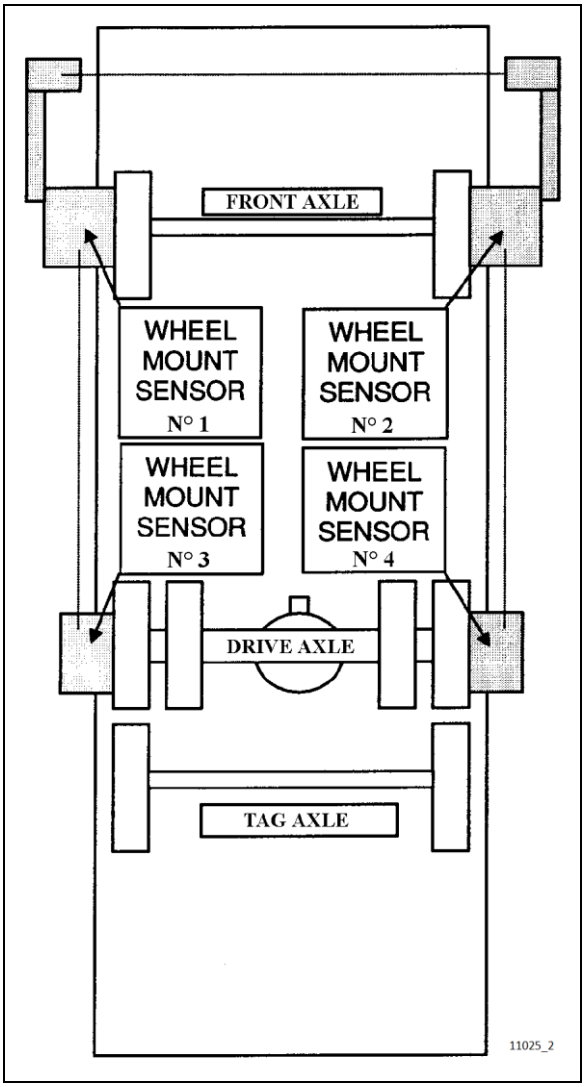

FIGURE 7: FRONT & DRIVE AXLE ALIGNMENT 11025
3. Install wheel mount sensors on front and drive axles (Figure 7).
*See reference numbers on wheel mount sensors (*Figure 7*).*
With the system installed as for front axle alignment (Figure 7), adjust drive axle according to specifications chart below. Use static wheel alignment systems which work with angle measurements only, such as Josam or Hunter systems. Static alignment specifications are listed in the following tables: